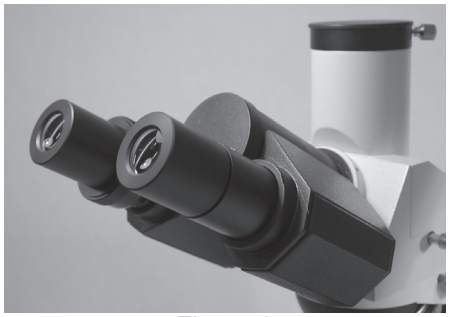

Figure 2
5. Remove the dust caps from the eyetubes, then insert the eyepieces into the eyetubes (see figure 2).